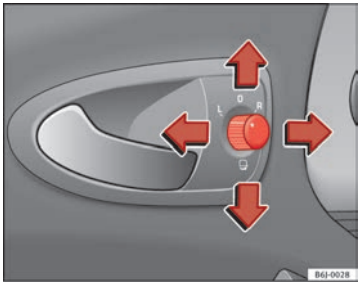

Fig. 70 Controls of exterior mirrors
1. Turn knob ⇒ Fig. 70 to position **L** (**left exterior mirror**).
– Turn the control ⇒ Fig. 70 to position to fold in the exterior mirrors. You should always fold in the exterior mirrors if you are driving through an automatic car wash. This will help prevent damage.